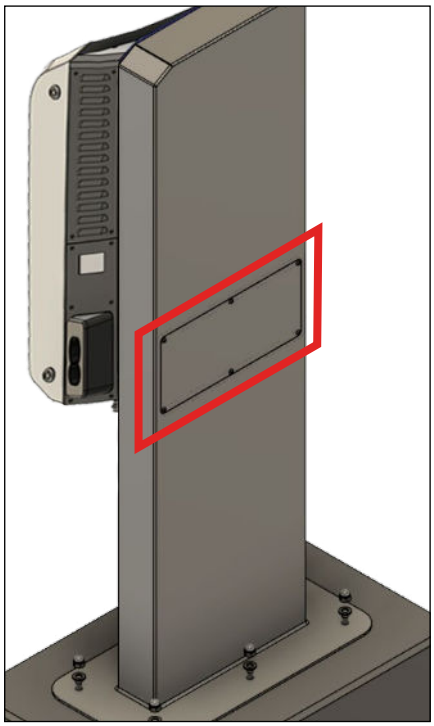

Abb. 19: Übersicht Standfuß DCW15
1. Den Service-Deckel auf der Rückseite des Standfußes lokalisieren: Siehe Abb. 19.